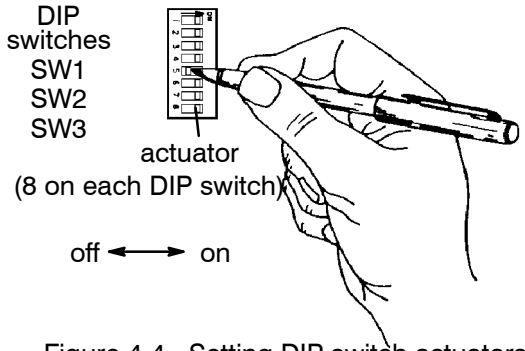

Figure 4-4. Setting DIP switch actuators.
6. Use a ball-point pen (or similar pointed tool) to slide the switch actuators left or right so they match the illustration next to the setting (left = off, right = on). Recheck the setting. See Figure 4-4.